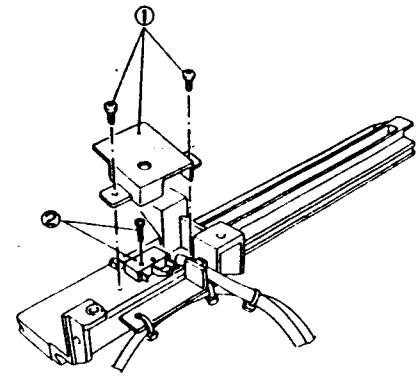

Рис. 4
8. (Рис. 4): Переверните рейку и снимите датчик исходного положения.